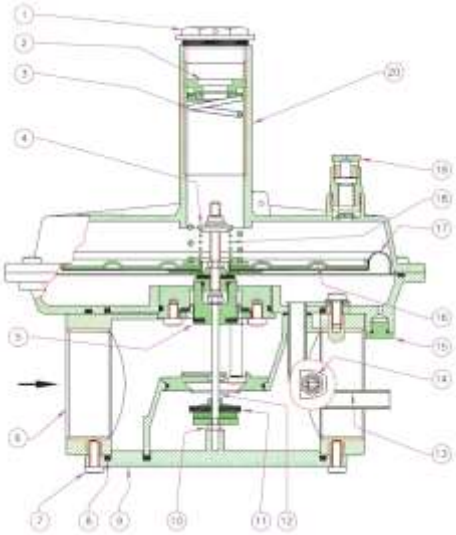

Рис. 2
Регулятор (рис. 2) состоит из: колпачок (1); регулировочный винт (2); пружина регулирования исходящего давления (3); настройка сбросного клапана (4); затвор регулятора (11); корпус (6); винты крепления нижней панели (7); уплотнительное кольцо (8); нижняя панель (9); винт крепления затвора на штифт (10);центральный штифт (12); компенсационная мембрана (5); встроенный импульс (13); штуцер для отбора давления (14); соединение для внешнего импульса G 1/8″ (15); рабочая мембрана (16); предохранительная мембрана (17); пружина настройки сбросного клапана (18); сбросное отверстие избыточного давления G ¼ (19); раструб (20).